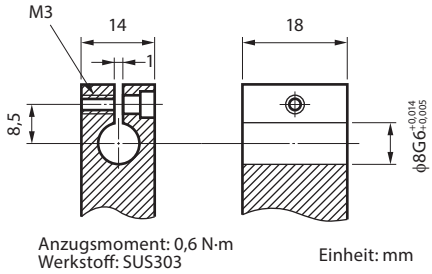

Abb. 3 Maße und Toleranz des Montagehalters
- Zur Montage des Messtasters an einer Maschine wird der Gebrauch des als Sonderzubehör erhältlichen Flanschadapters DZ830F empfohlen, um eine Beschädigung des Messtasters zu vermeiden, die durch übermäßiges Anziehen verursacht werden kann. Wenn der DZ830F nicht zur Verfügung steht, einen Halter mit den in Abb. 3 angegebenen Abmessungen und dem angegebenen Werkstoff bereitstellen und die Schrauben zur Befestigung des Messtasters mit dem angegebenen Drehmoment von 0,6 N·m anziehen.
- Den Schaft befestigen, indem die Schraube wie in Abb. 3 gezeigt in den Schlitz festgezogen wird.